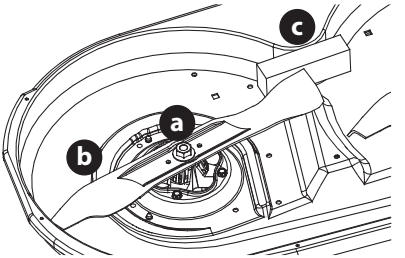

Fig. 50
2. Placer un cale en bois (c) entre le carter du plateau de coupe et le tranchant de la lame (b) pour aider à débloquer l'écrou hexagonal (a) qui fixe la lame (b). Utilisez une clé de 15/16 po pour desserrer l'écrou hexagonal (a) (Fig. 50).